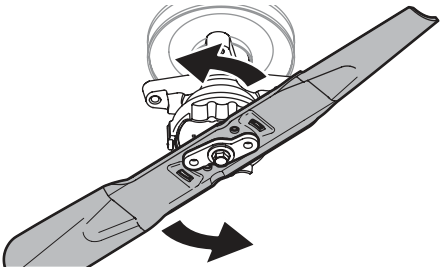

Fig. 48
4. Mientras sostiene el collarín en la posición hacia arriba, rote la cuchilla en sentido contrario a las agujas del reloj para liberarla del collarín (Fig. 48).